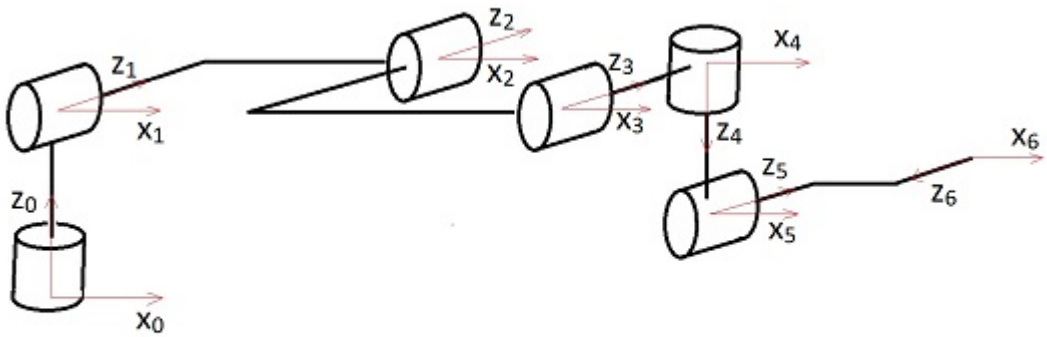

Figure 3.1: UR3 robot with DH frames assigned. Suction Cup Gripper Attached.
1. Construct a table of DH parameters for the UR3 robot. So it is easier to debug lab issues, use the DH frames already established in Figure 3.1. The dimensions of the UR3 can be found in figure Figure 3.2, except for the suction cup tool offsets. Use a ruler to find the approximate suction cup offsets and then ask your TA to see if you measured correctly.